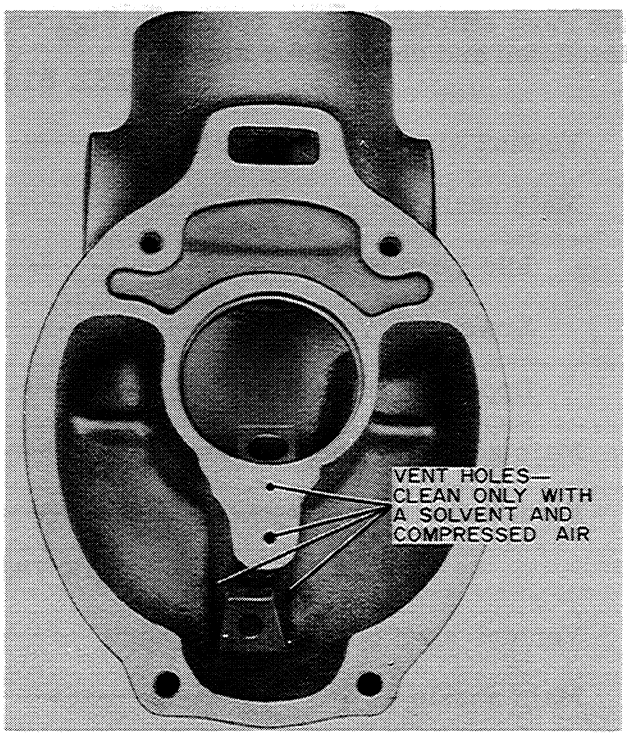

Figure N-24
16. After rinsing the parts in mineral spirits use compressed air to clean out the small vent holes and channels. Do not use wire or small drills to clean out the small vent holes as a slight change in the size of these holes will affect the carburetor operation, Figure N-24.